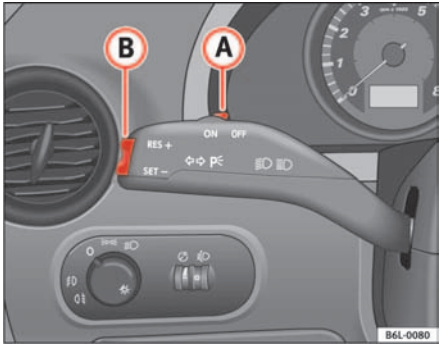

Fig. 101 Turn signal and main beam lever: switch and rocker switch for CCS
- when the lever (B) is moved in the direction of **OFF** without fully being inserted.
To resume the cruise control, release the brake or clutch pedal or reduce the vehicle speed to less than 180 km/h and press once on the upper part of the rocker switch **RES** ⇒ page 136, fig. 101 (A).